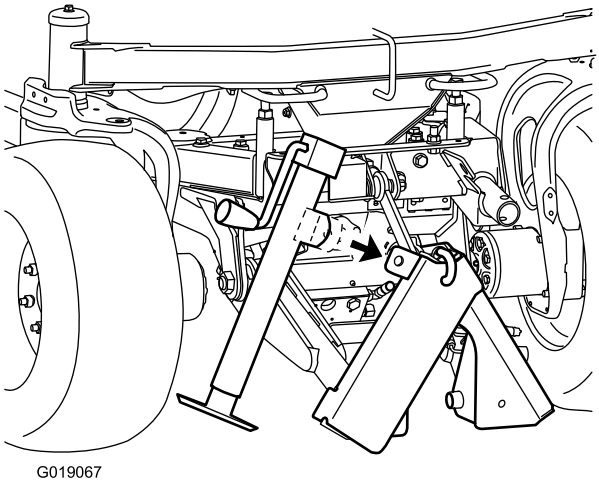
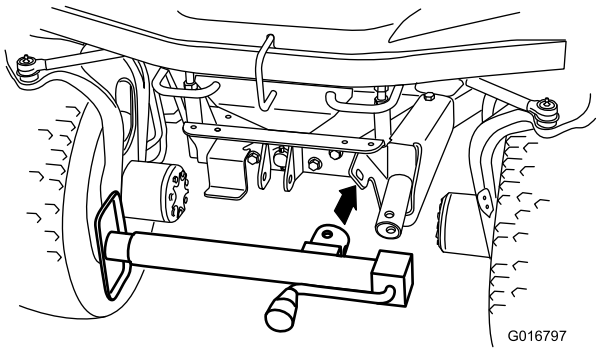

Figur 7
Figur 8
1. Haka fast domkraftens nav på domkraftsförvaringsfästets flik (Figur 7) eller på domkraftsfästets flik (Figur 8).